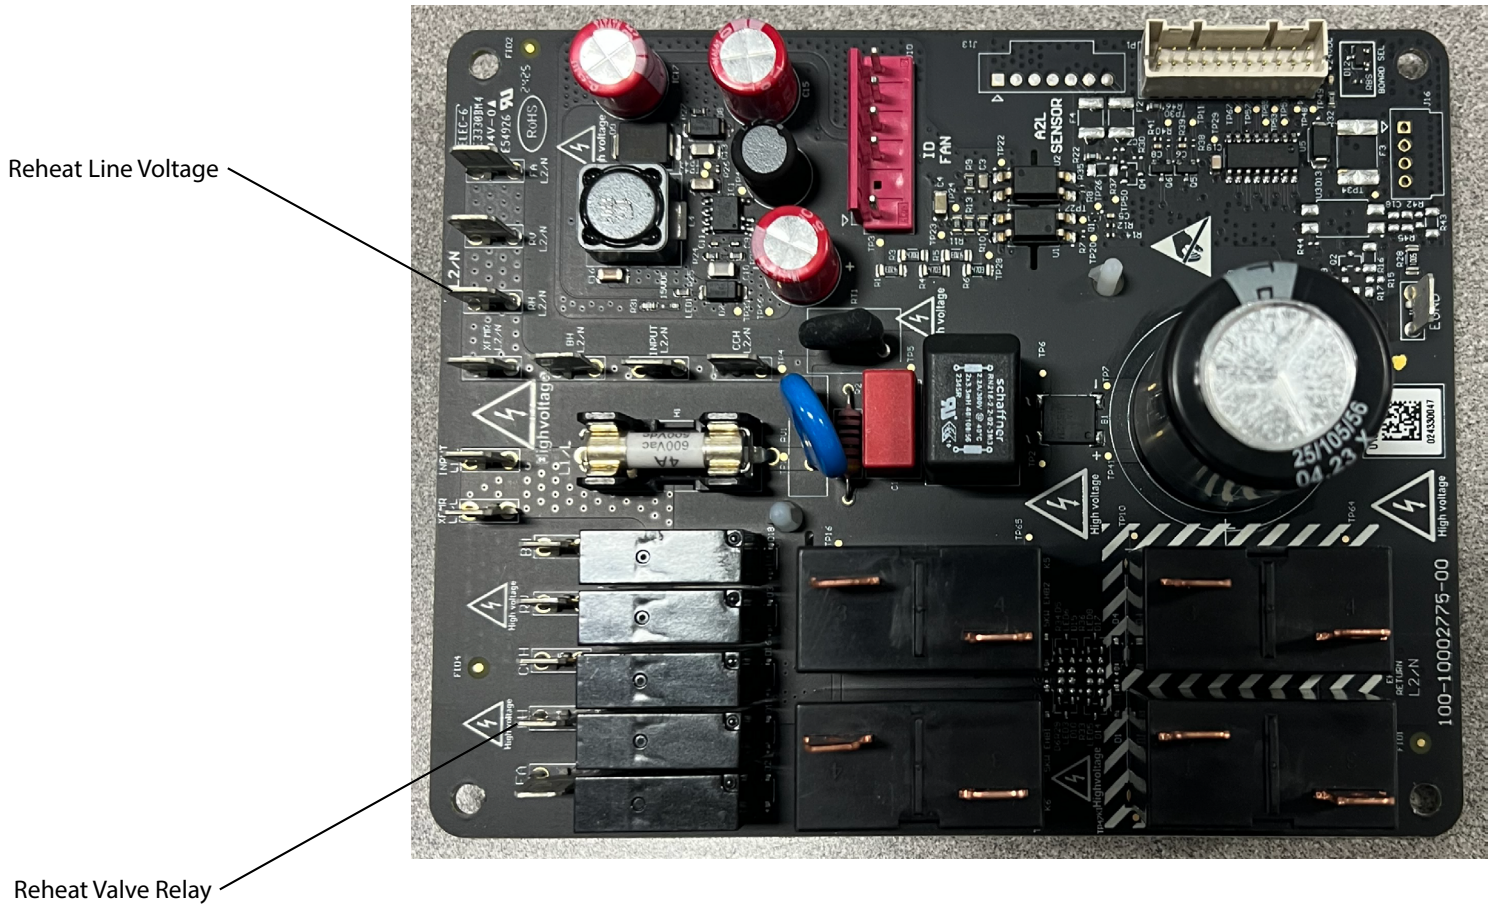

Figure 417 (Testing Reheat)
If equipped with reheat and humidity remains high, check to ensure the reheat valve solenoid is energized. See figure 417
1. If Cooling Demand is satisfied, and humidity remains high, check that the Reheat Relay is energized by checking for line voltage on the Relay PCB (See Figure 417). If Relay is not energized; check wiring, communication cable relay PCB, Logic PCB and Wall Controller. Replace as required.